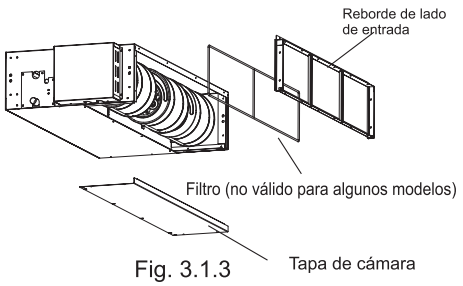
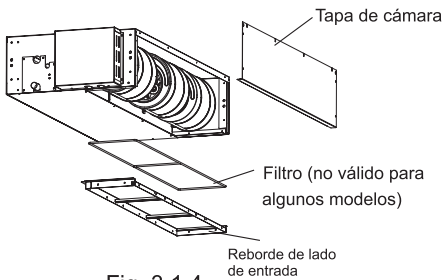

Fig. 3.1.3
Fig. 3.1.4
(2) Vuelva a colocar la tapa de la cámara retirada con la orientación mostrada en la FIG, vuelva a colocar la brida lateral de entrada con la orientación mostrada en la Fig. 3.1.3. Consulte la Fig. 3.1.4 para ver la dirección de la brida lateral de entrada.